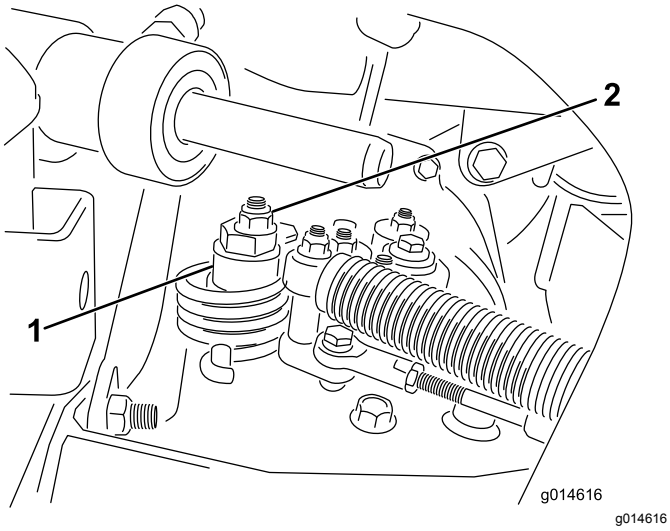

Figur 35
A. Løsne mutteren som fester eksenteren til toppen av hydrostaten (Figur 35).
C. Stram eksenteren til den ikke beveger seg i noen retning. Når hjulet ikke lenger roterer, må du stramme mutteren som låser eksenteren og justeringen (Figur 35). Kontroller justeringen med gassen i SAKTE- og HURTIG-stillingen.